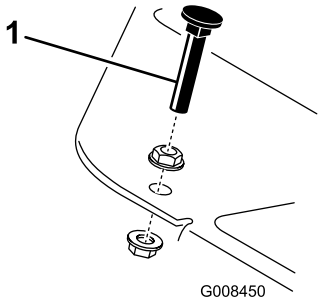

Figur 43
Tryk traktionspedalen ned. Hvis pedalen når stoppet (Figur 43), før stramning mærkes på kablet, er det nødvendigt med justering:
1. Løsn de låsemøtrikker på flangehovedet, der fastgør pedalstoppet til gulvpladen (Figur 43).